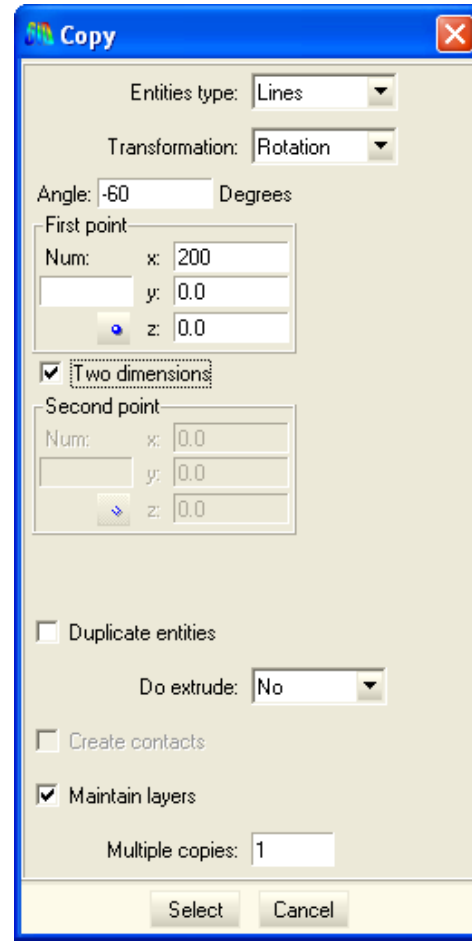

*Figure 4. The **Copy** window*
7. Go to the **Copy** window (Figure 4), which is found in **Utilities→Copy**.